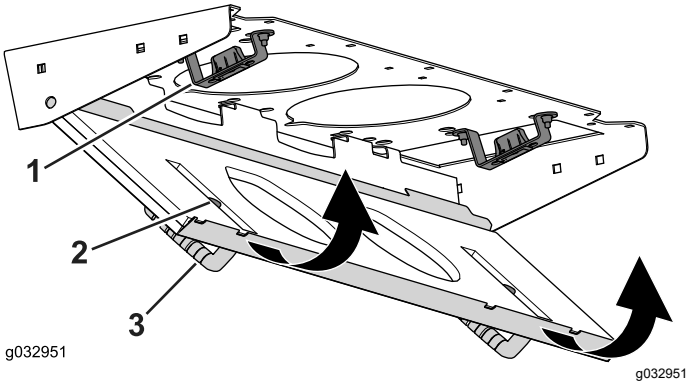

Figur 149
4. Vrid filterenheten runt flikarna tills spärren låser fast i spärrenheten (Figur 149).